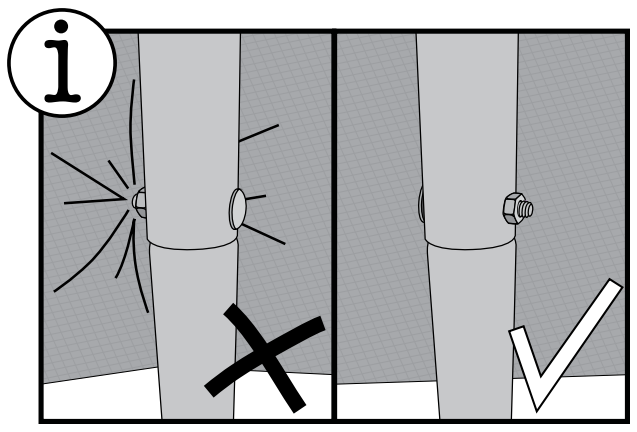

Fig.6
B. Placez des contreventements (800439 et 802011 + 11005) entre la nervure d'extrémité et la dernière nervure centrale comme le montre la Fig. 6.